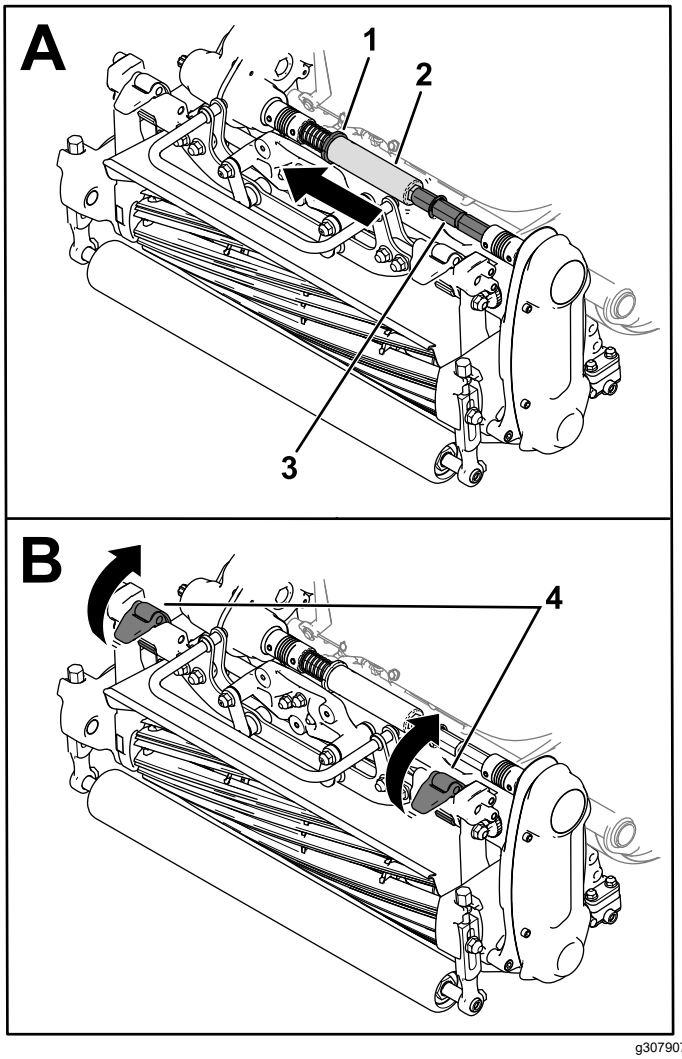

Figuur 28
3. Verplaats de kraag (Figuur 28) in de groef van de transmissiekoppelingsas.
4. Schuif de zeskantige buis van de as van de maaidekkoppeling (Figuur 28).
5. Verplaats de vergrendelingen omhoog om het maaidek van de machine los te koppelen (Figuur 28).